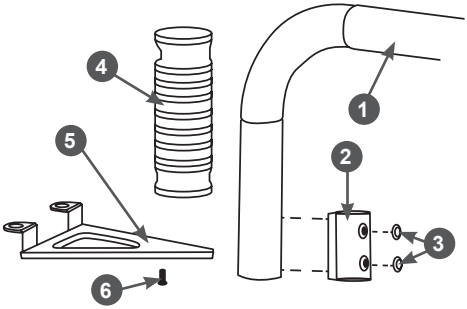

Рис. 8 Снятие задней рабочей рукоятки
1. Снимите заднюю рабочую рукоятку 1 (Рис. 8). Для этого открутите винты крепления 3 и отсоедините пластину 2 крепления рукоятки к редуктору. Также открутите винт 6 крепления ручки 4 к кронштейну 5 (Рис. 8).